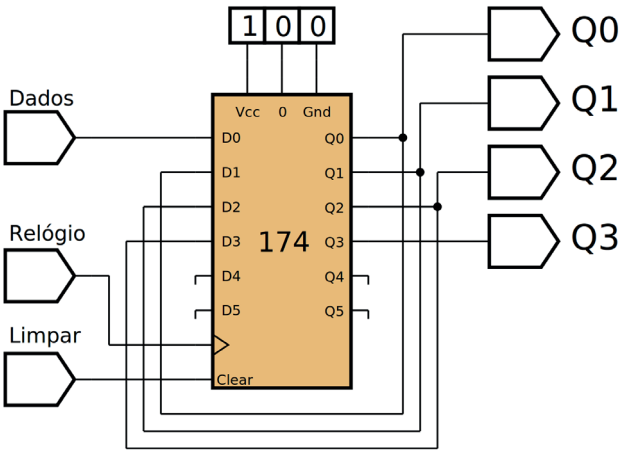

Figura 11.4 – Diagrama esquemático.
4. Utilize um programa de simulação em computador (SmartSim, Atanua, Qucs) faça a simulação do circuito da figura 11.4. Compare os resultados com a tabela 11.2.